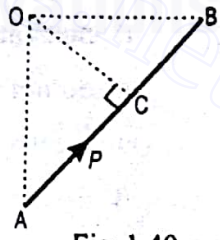

Fig. 1.40
43. The moment of the force P about O as shown in Fig. 1.40, is